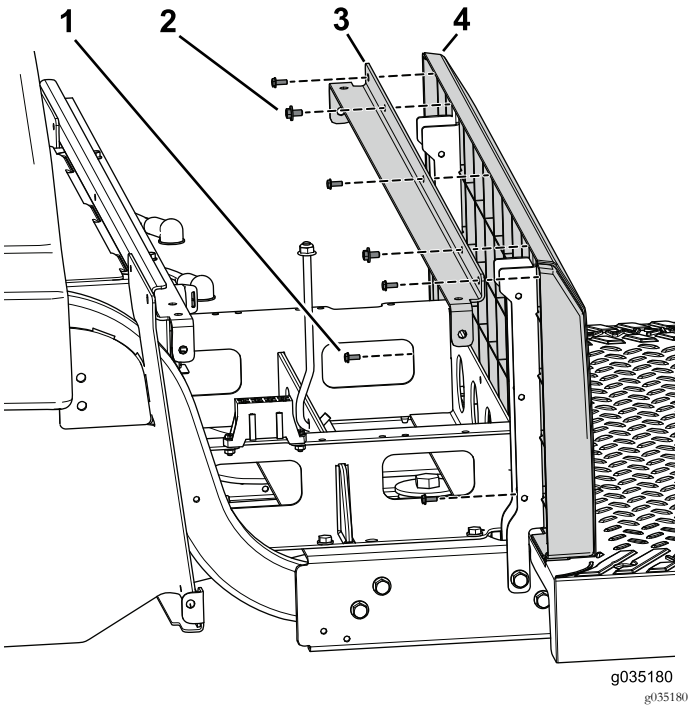

Рисунок 85
панель основания сиденья к левой и правой опорам сиденья (Рисунок 85).
6. С помощью 5 винтов (№ 10 x 1/2 дюйма) прикрепите заднюю панель к угловому опорному кронштейну и опорам сиденья (Рисунок 85).